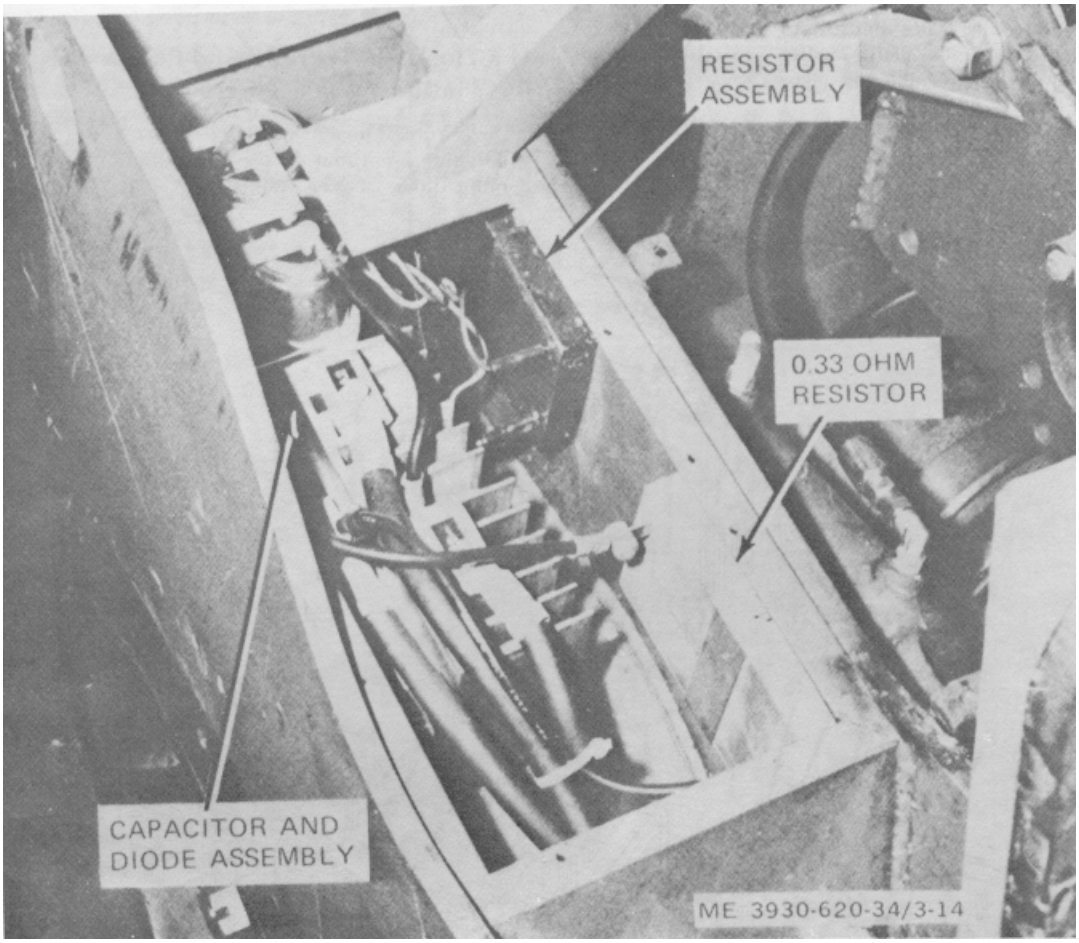

Figure 3-14. Capacitor and diode assembly compartment
(1) Disconnect battery and discharge capacitors (para 2-5).
(2) Tag and disconnect the leads and remove the attaching nuts, lock washers, and screws. (fig. 3-14)
(3) Clean off old silicone grease from the mounting surface of the resistor assembly and truck.